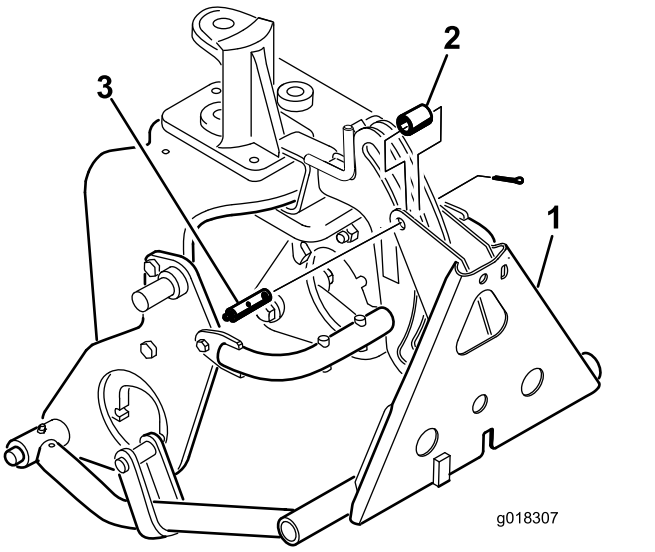

Figura 16
8. Fixați adaptorul de cadru pe cadrul de cuplare cu un tub, un știft cu cap şi gaură și un cui spintecat (Figura 16).